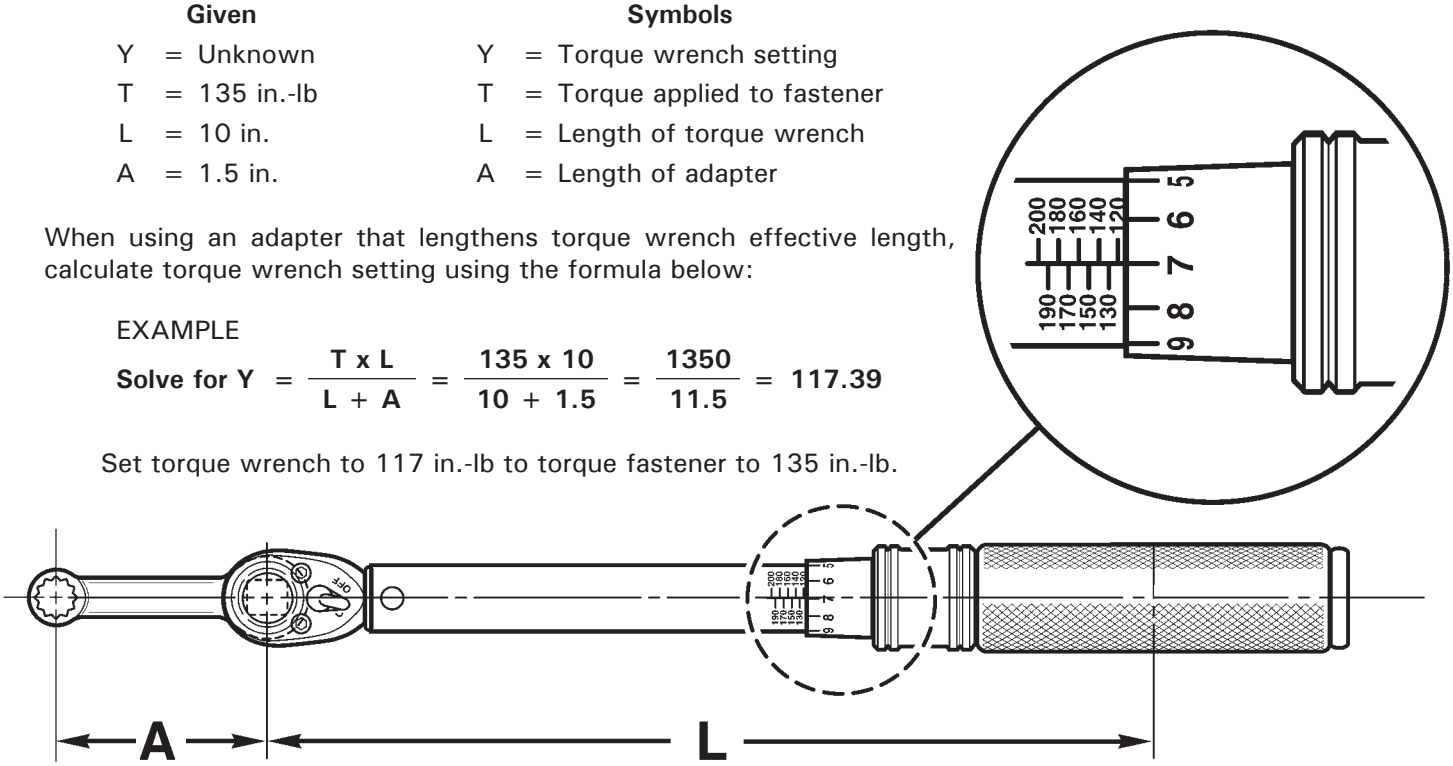

FIGURE 20-1 LENGTHENING TORQUE WRENCH EFFECTIVE LENGTH
3. If special adapters which change effective length of torque wrench are used, final torque value must be calculated using formulas in Figures 20-1 and 20-2.